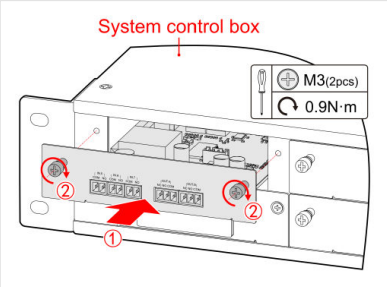

FIGURE 5-2 Fitting a card in slot 1 (8 lb-in / 0.9 N·m)
3. Fit the BMS expansion card in slot 1 of the system control box: remove the two M3 screws and the slot cover, slide the card in and fix it with the two screws (8 lb-in / 0.9 N·m) (Figure 5-2).